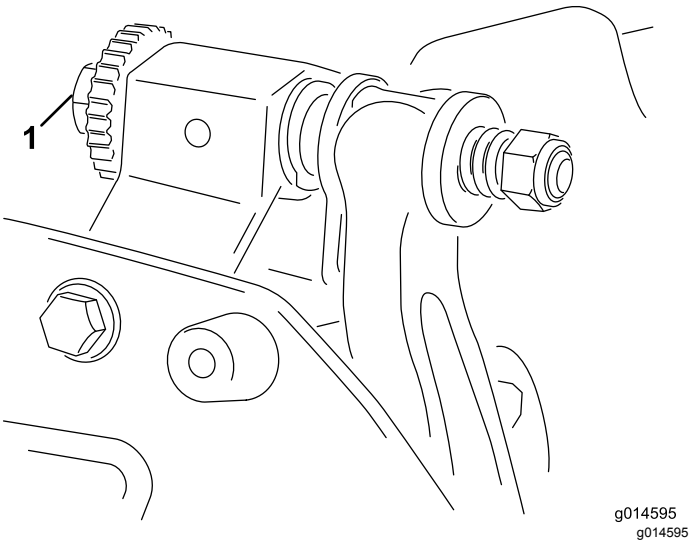

Figur 9
A. Vrid underknivsstångens justerskruvar medurs (Figur 9), ett klick i taget, tills du känner och hör att delarna precis vidrör varandra.
6. Vrid den högra underknivsstångens justerskruv (Figur 9) tills du känner ett lätt tryck i mellanlägget när du drar det från sida till sida. Ta bort mellanlägget.